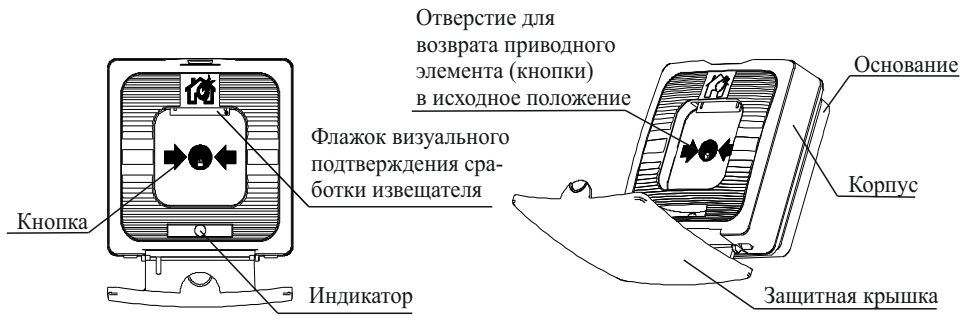

Рисунок 1
5.1 ИПР представляют собой устройства, формирующие сообщение «Пожар» при нажатии на кнопку. При этом формируется сообщение в виде скачкообразного уменьшения сопротивления в ШС д[illegible] выпадением цветного флажка (рисунок 1).
Выпадающий цветной флажок является визуальным подтверждением нажатого состояния кнопки ИПР (рисунок 1). При возврате кнопки в исходное положение флажок занимает начальную позицию.